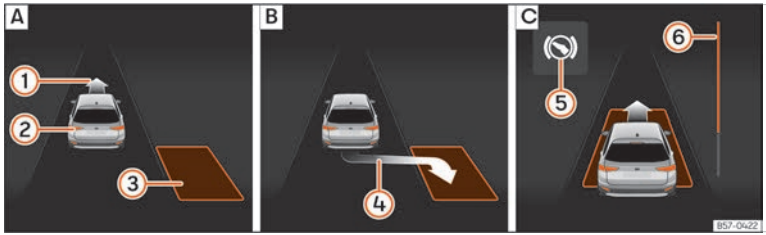
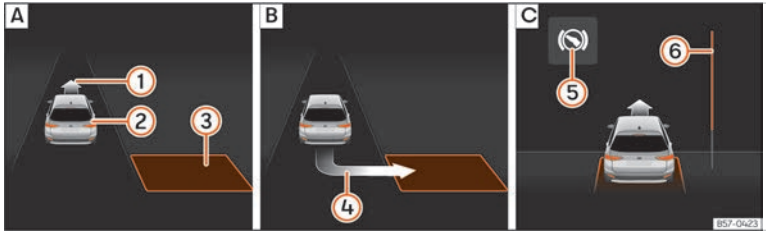

Fig. 144 On the instrument cluster display: parallel parking. A: Finding a parking space B: Parking position. C: Manoeuvring.
Fig. 145 On the instrument cluster display: angle parking. A: Finding a parking space B: Parking position. C: Manoeuvring.
- Look at the instrument cluster screen to see if the space has been detected as "appropriate" and if the correct position for parking has been reached ››› Fig. 144 B or ››› Fig. 145 B. The space is considered "appropriate" if the instrument cluster display shows the parking indication 4.
- Reverse until the continuous ParkPilot signal sounds; **OR:** reverse until the indication to move forward appears on the instrument panel display ››› Fig. 144 C or ››› Fig. 145 C; **OR:** reverse until the **Park Assist finished** message appears on the instrument cluster display. The progress bar ⑥ indicates the distance to cover.
- Move forward until the continuous ParkPilot signal sounds; **OR:** move forward until the reverse indication appears on the instrument panel display. The Park Assist system steers the vehicle forward and back until it centres it in the space ››› Fig. 144 C or ››› Fig. 145 C.
The progress bar ››› Fig. 144 ⑥ and ››› Fig. 145 ⑥ on the instrument cluster display shows the relative distance to be covered as a symbol. The greater the distance, the fuller the progress bar. When driving forward, the content of the progress bar decreases upwards, and when reversing, it decreases downwards.